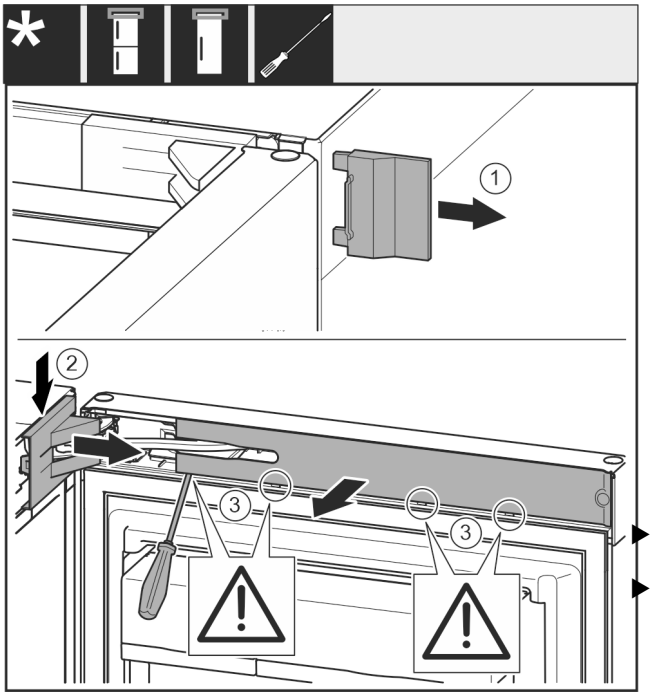

Fig. 10
▶ Remove cover *Fig. 10 (1)*.
▶ Disengage and loosen the swap bearing block cover *Fig. 10 (2)*.
▶ Remove the swap bearing block cover *Fig. 10 (2)*.
▶ Use a slotted screwdriver to unlatch the trim *Fig. 10 (3)* and swing it to the side.